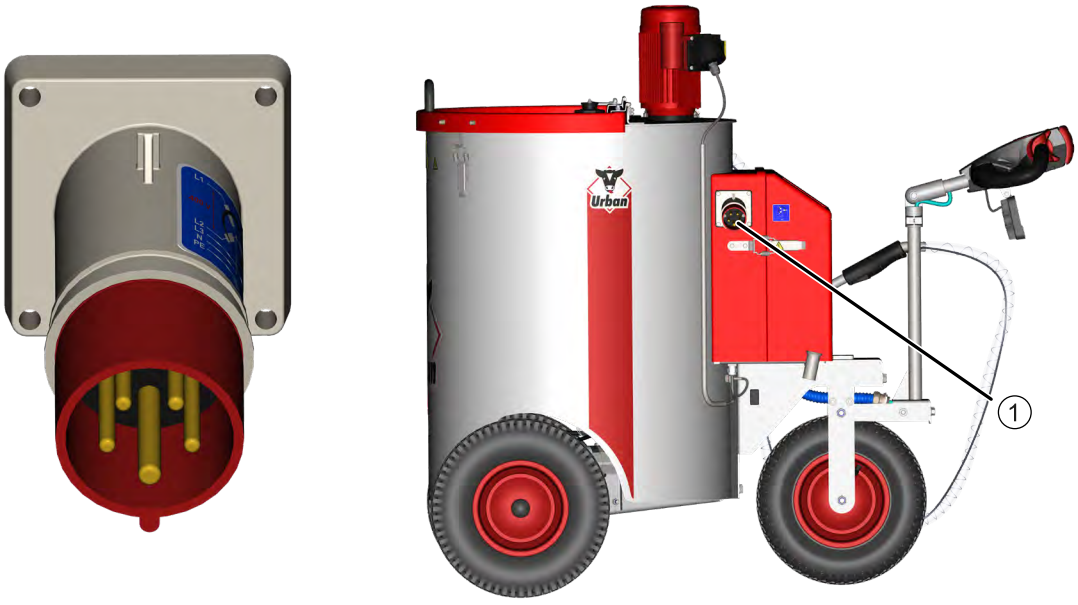

Afbeelding 17: Voorbeeldaansluiting, CEE rood, 5-polig (400 VAC)
4. Steek de stekker aan het andere einde van de aansluitkabel in de contactbus ① van de MilkShuttle (zie „Afbeelding 17: Voorbeeldaansluiting, CEE rood, 5-polig (400 VAC)“ op pagina 30.)